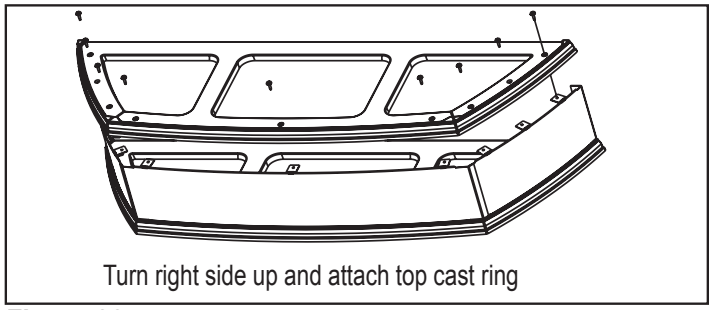

Figure 22.4
5. Now turn the cast ring right side up and attach the top cast ring . **Figure 22.4.**